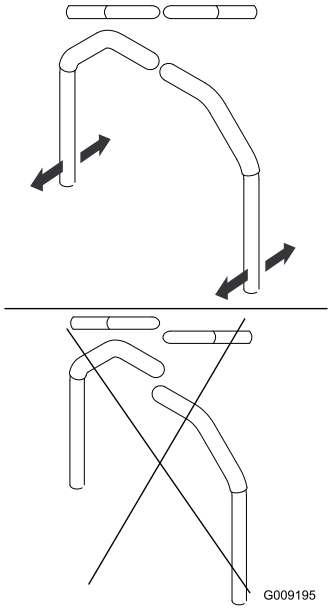

Figur 78
4. Innrett spakenes posisjon på langs ved å føre spakene sammen til nøytral stilling og skyve på dem til de er innrettet. Deretter kan du stramme til boltene (Figur 78).